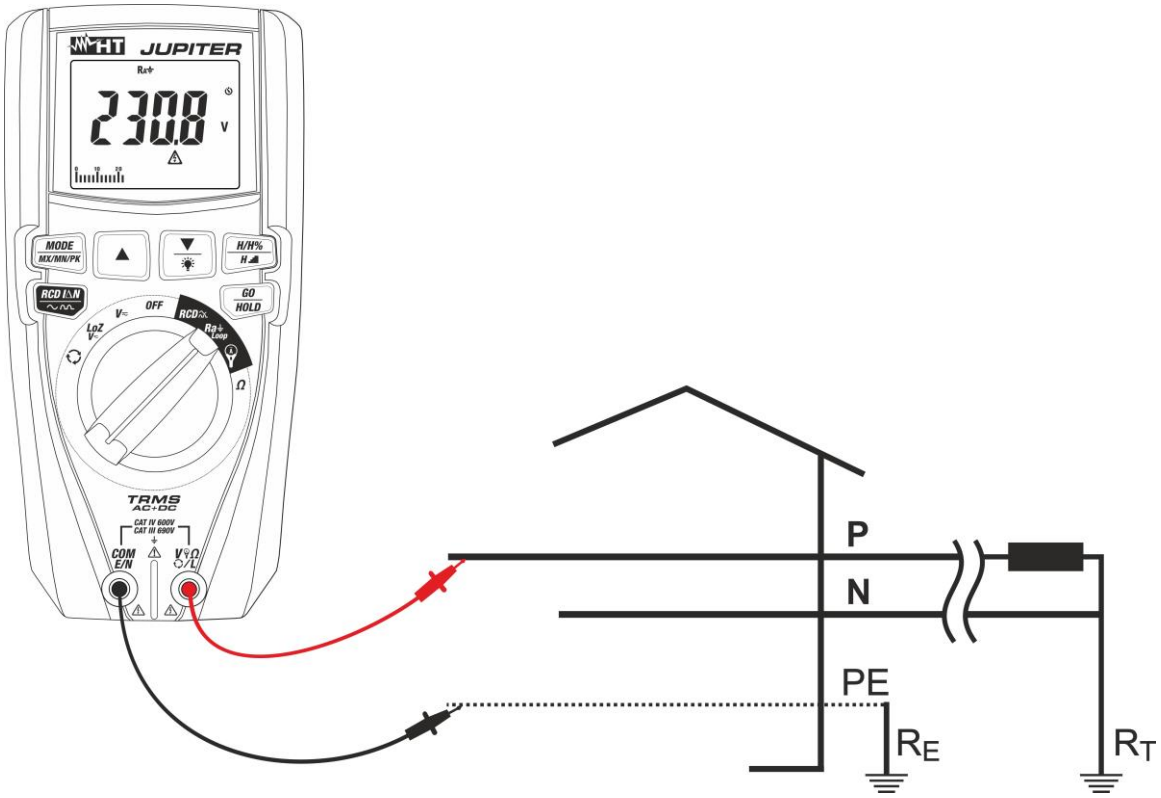

Fig. 24: Uso do instrumento para medir a impedância Loop L-PE com ponteiras
6. **Para medição do Loop L-PE** no caso de usar ponteiras de medida inserir o condutor vermelho no terminal de entrada **VΩL** e o condutor preto no terminal de entrada **COM/E/N** e ligar o instrumento à instalação em exame (ver Fig. 24). O valor da tensão Fase-Terra é apresentado no display.